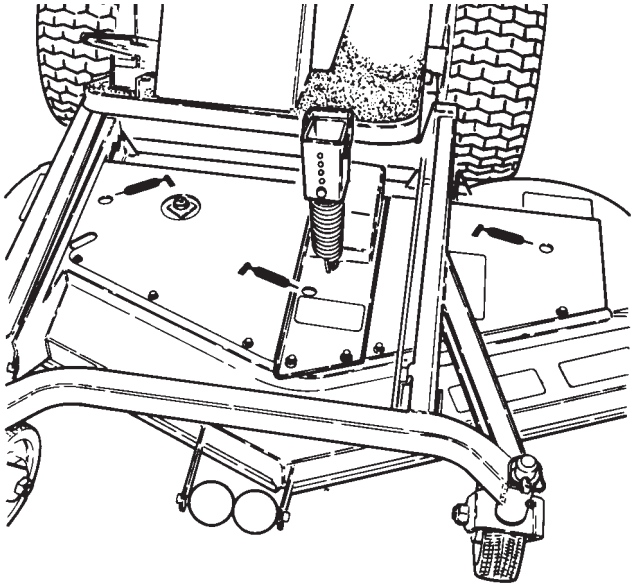

Figure 21
- blade spindle bearings (Fig. 21)